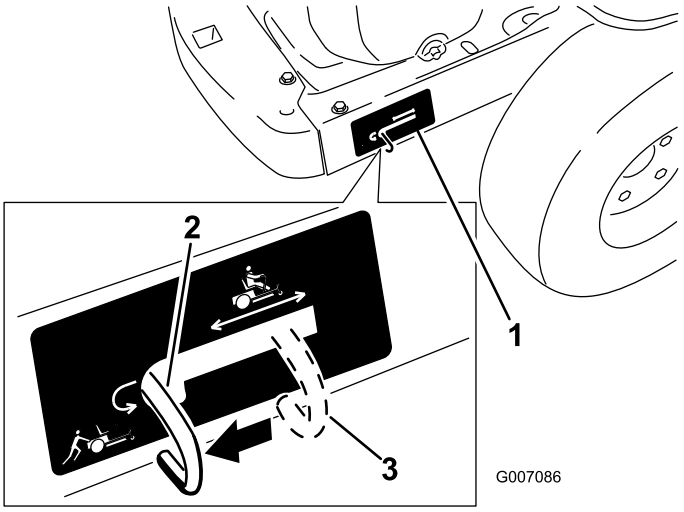

Figur 20
4. Flytta förbikopplingsspakarna bakåt och sedan nedåt för att låsa dem på plats, så som det visas i Figur 20 för att koppla ur hjulmotorerna. Upprepa detta på maskinens båda sidor.
Flytta förbikopplingsspakarna uppåt och tryck dem framåt till **mitten** av den horisontella öppningen (Figur 20) för att koppla in hjulmotorerna.